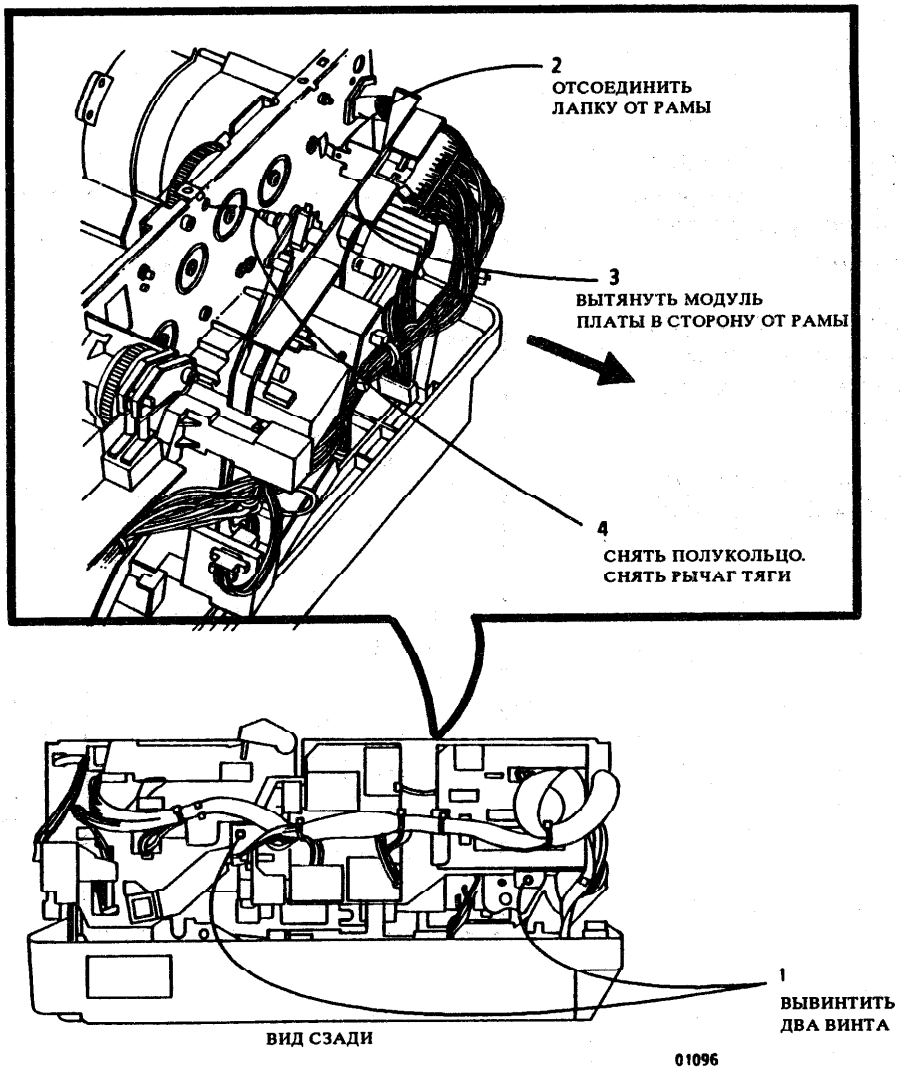

Рис. 1 Снятие рычага тяги затвора регистрации
3. (Рис. 1): снять рычажную связь затвора регистрации.